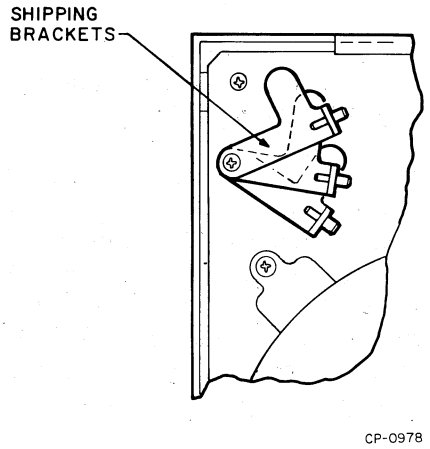

Figure 5-5 Shipping Bracket Storage Location
11. Shipping brackets should be stored as shown in Figure 5-5, using one of the shipping bracket screws. The remaining screws should be securely replaced in the casting and in the shipping brackets.